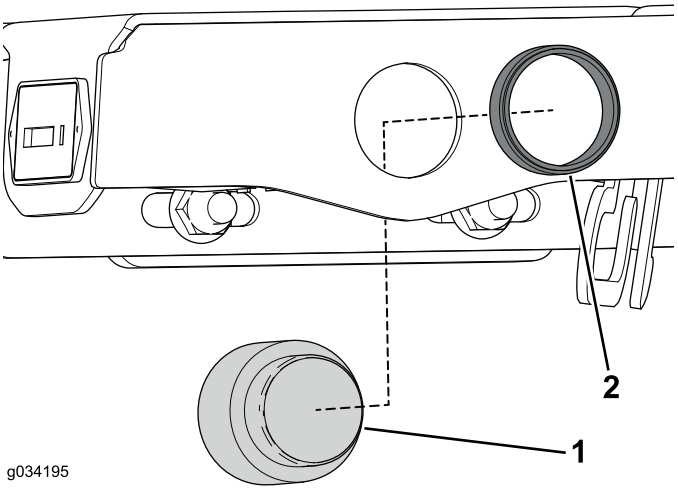

図 27
2. 音声アラームをコンソールアセンブリに取り付け、リテーナリングで固定する図 27。